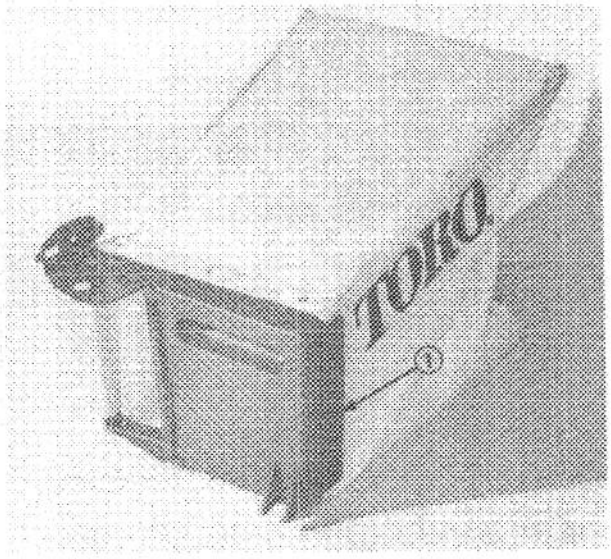

Figure 6
3. Close door of bag. Top and side of door must fit outside the frame (Fig. 6).